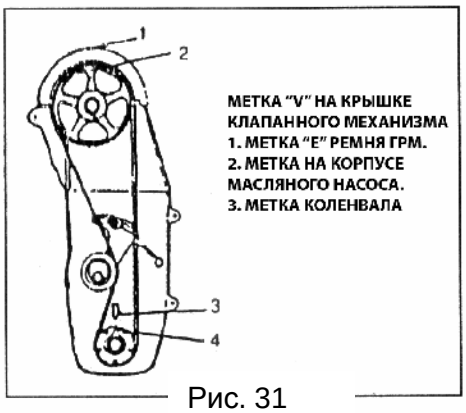

Рис. 31
6) Для установки ремня ГРМ в правильное положение, поверните коленвал и выровняйте 4 метки как показано на рисунке (Рис. 31).